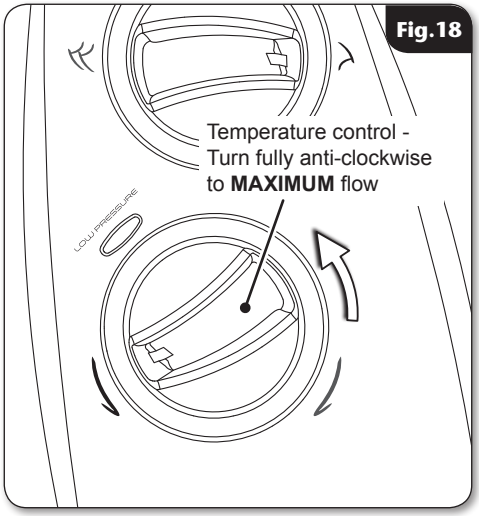

Fig.18
4. Slowly rotate the temperature control fully **anti-clockwise** to the **MAXIMUM** flow position **(fig.18)**. It will take about thirty seconds for a smooth flow of water to be obtained while air and any debris is flushed from the shower.